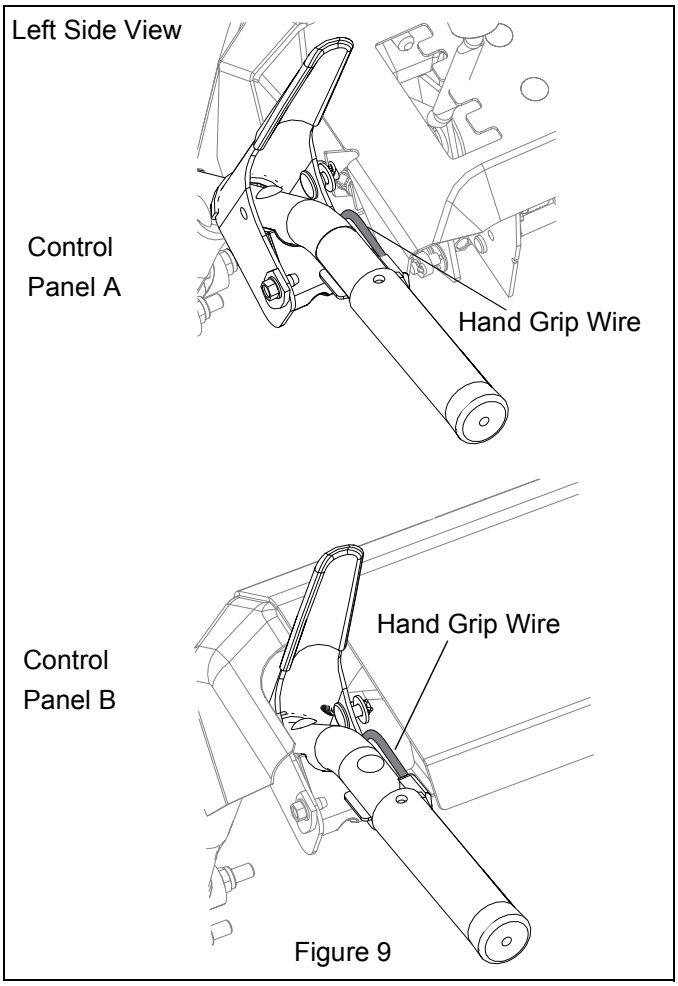

Figure 9
4. Slide grip onto handlebar while rotating the grip around the tube to help distribute epoxy evenly. Once inserted completely, position grip so that the wire and standoff are facing inward toward the control panel. See Figure 9.
5. Route wire through handlebar and below control panel. See Figure 9.